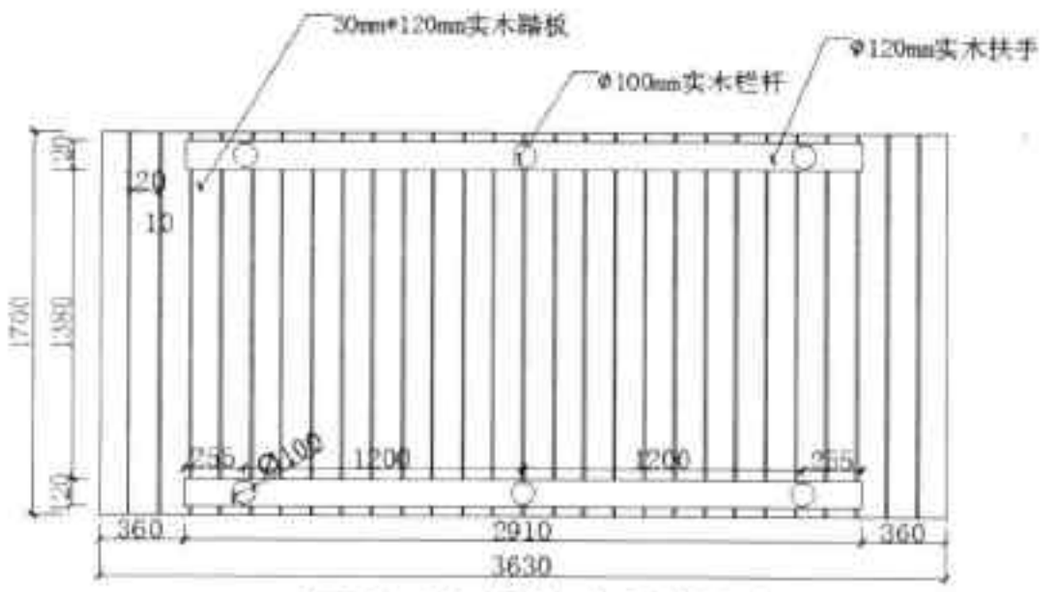

图20-80 标注文字注释
Step 16 执行“注释 > 多重引线”命令，在图形中指定所需标注位置和文字位置，并输入标注内容，完成文字注释，如图 20-80 所示。至此木桥平面图绘制完毕。